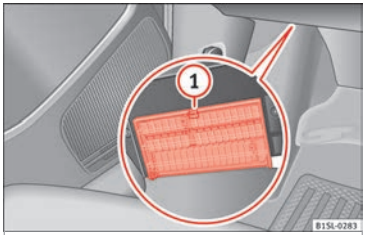

Fig. 82 Below the driver side dash panel: fuse box cover
- *Opening:* Press the unlock button ››› **Fig. 82** (1) until it is possible to open the cover. Fold the cover down.
- *Closing:* Fold the cover up in the opposite direction to the arrow until it clicks into the locking lever (1).